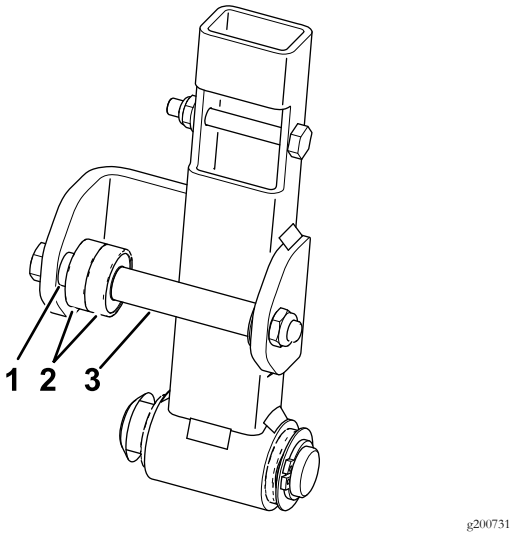

**Bild 3**
6. Entfernen Sie die vorhandenen Lager und Distanzstücke vom Neutralarm (Bild 3).
7. Befestigen Sie die neuen Lager und Distanzstücke (Bild 3).